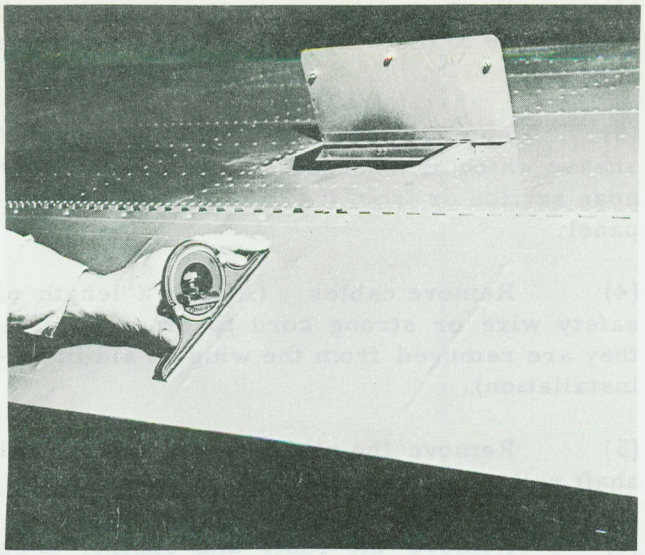

Figure 2-34 Aileron Travel Check
(5) Remove straight edge installed in step (1) and turn control wheel full travel each way several times, checking for proper travel and operation.
(6) Align control wheels in neutral position and check all cables and controls for proper alignment and tension.
(7) Make necessary adjustments and safety all turnbuckles.
(8) The aileron travel is set by adjusting the eccentric bell crank stop located on No. 7 wing rib adjacent to the aileron bell crank. The eccentric stop in the left wing, controls the up travel of the left aileron and the down travel of the right aileron. The eccentric stop in the right wing, controls the up travel of the right aileron and the down travel of the left aileron. Using a bubble protractor (Figure 2-34) to check the travel, adjust the eccentric stop in the wing in accordance with Table 2-2. Control Surface Travels. If a bubble protractor is not available the travel may be checked by measuring in inches. Place the flaps in up "Neutral" position and measure from inboard trailing edge of aileron to the outboard trailing edge of flap.
(9) On aircraft with wings which have a hex head bell crank stop, the travel is not adjustable. If both types of stops are used on the same aircraft, set the travel in accordance with the hex head bell crank stop travel measurements, given in Table 2-2.